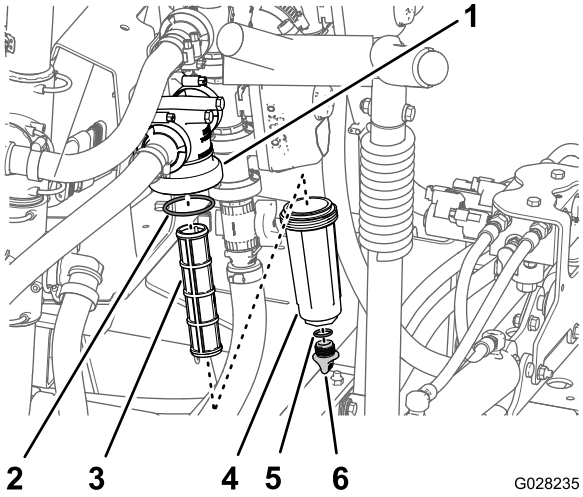

**Bild 114**
2. Stellen Sie eine Auffangwanne unter den Druckfilter (Bild 114).
3. Drehen Sie die Ablassschraube nach links und nehmen sie von der Glocke des Druckfilters ab (Bild 114).
4. Drehen Sie die Glocke nach links und nehmen sie vom Filterkopf ab (Bild 114).
5. Entfernen Sie den alten Druckfiltereinsatz (Bild 114).
6. Überprüfen Sie den O-Ring für die Ablassschraube (in der Glocke) und den O-Ring für die Glocke (im Filterkopf) auf Beschädigungen und Abnutzung (Bild 114).
7. Setzen Sie den neuen Druckfiltereinsatz in den Filterkopf ein (Bild 114).
8. Befestigen Sie die Glocke am Filterkopf und ziehen sie mit der Hand an (Bild 114).
9. Setzen Sie die Schraube in die Schale ein und ziehen Sie sie mit der Hand fest (Bild 114).